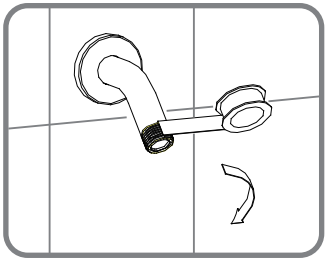

fig.1
3. Wrap white Teflon tape tightly around the shower pipe threads, making 4 to 5 even wraps in a clockwise direction. (Refer to Fig. 1)